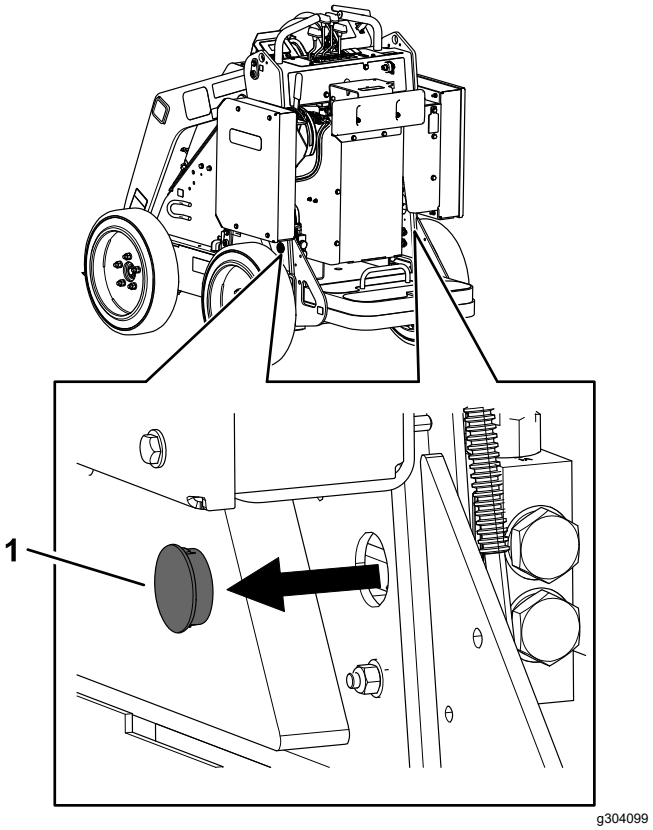

Rysunek 15
2. Wyjmij korek zakrywający oba zawory holownicze (Rysunek 15).